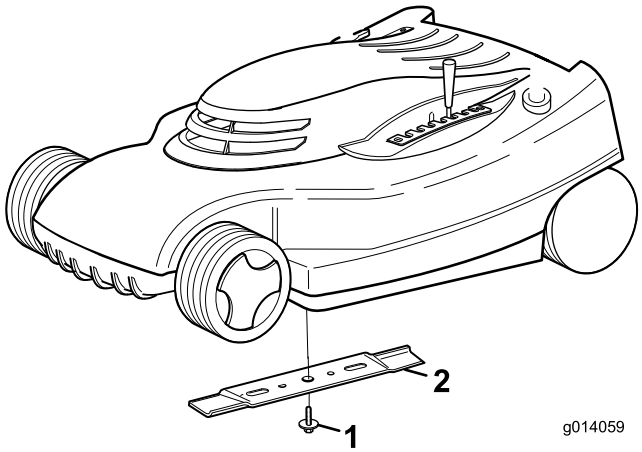

Figur 18
1. Hold enden av kniven (Figur 18) med en fille eller en tykk hanske.